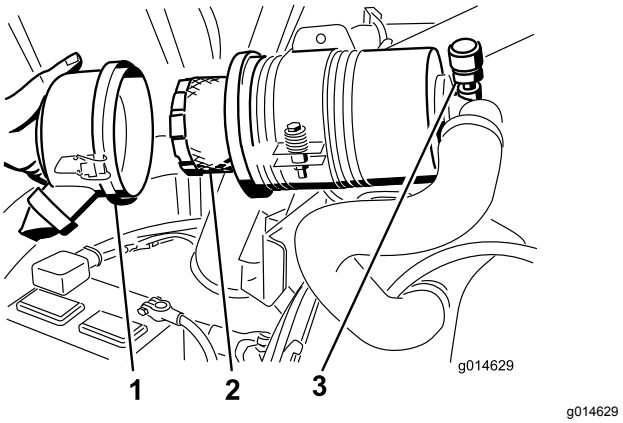

Figuur 47
4. Verwijder en vervang het filter (Figuur 47).